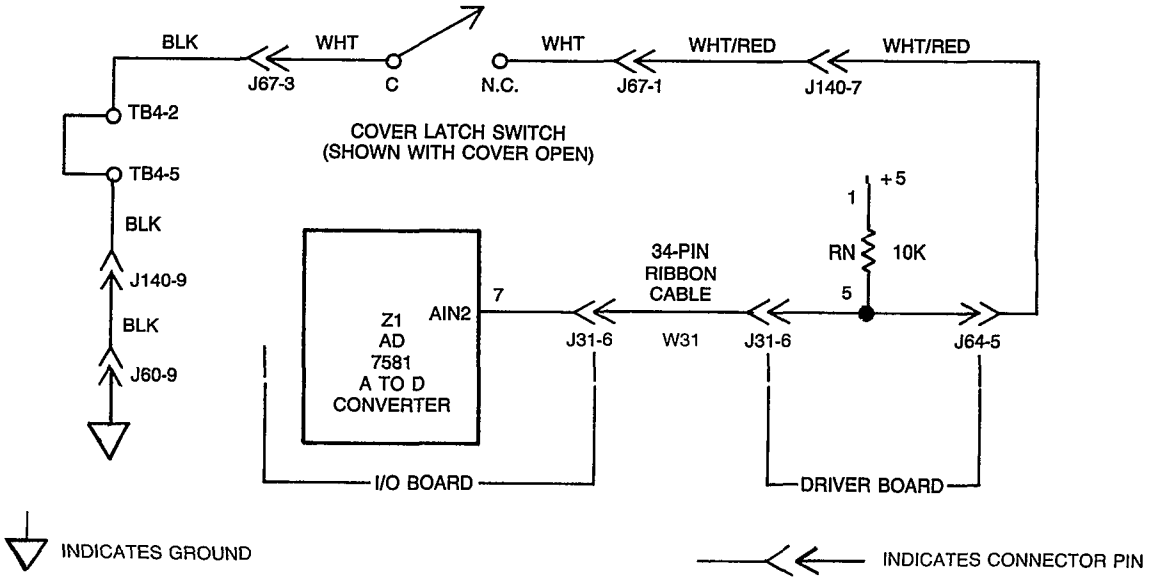

Figure 2-27, Cover switch flowchart
a. Centrifuge Cover Switch. The CS4 contains a sensor which indicates when the centrifuge cover is both closed and locked in position. This indicator is used to prevent operation of the centrifuge with the cover either raised or unlocked. The operator is therefore protected from accidently coming in contact with a spinning centrifuge. (See Figure 2-27 for the cover switch flowchart.)